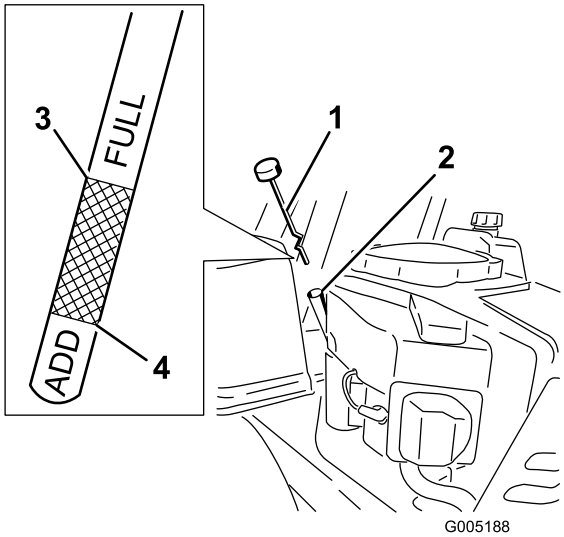

Figura 32
4. Svitate e togliete l'asta; tergete l'olio (Figura 32). Inserite di nuovo l'asta nel tubo e collocate il tappo sul tubo. Non avvitate il tappo sul tubo.
5. Estraete l'asta e controllate il livello dell'olio. (Figura 32).
8. Togliete il tappo/asta del rabbocco dell'olio (Figura 32).
14. Versate lentamente nel tubo di rifornimento (Figura 32) l'80% circa dell'olio indicato.
15. Montate il tappo/asta di rabbocco dell'olio (Figura 32).
16. Controllate il livello dell'olio (Figura 32); vedere Controllo del livello dell'olio.
18. Montate il tappo/asta di rabbocco dell'olio e serrarli stretti (Figura 32).